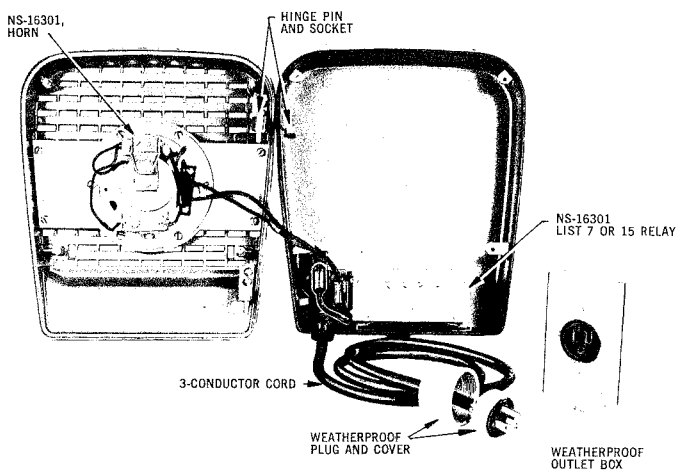

Fig. 6 — Complete Assembly, Outdoor Dual Potential, Horn
3.02 The armature on relays associated with auxiliary signals restores to normal (open contacts) by gravity. Always mount signal on a vertical surface. The relays must be in the horizontal position as shown in Fig. 6.
3.11 Each back box is equipped with two sockets which engage with two pins of each front cover to form a hinge (see Fig. 6). The signal fastens to the back box with four machine screws which are furnished with the grilled cover. Be sure that the gasket on the back box is in place. For outdoor use, the rain hood mounts on the cover with three machine screws.